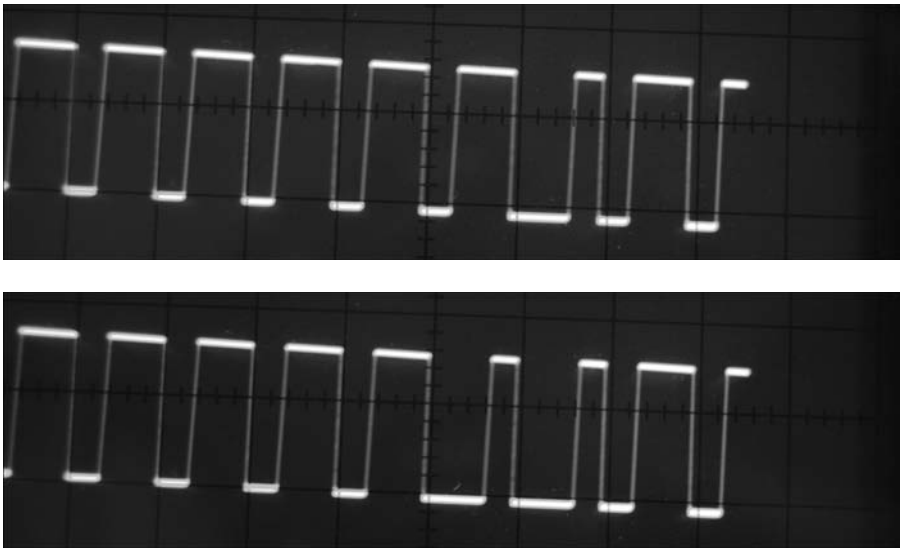

Figure 13-2: The top line speeds Sam up; the bottom slows him down.
- **IC1** is an encoder. The radio signal that the remote control sends out is modulated, depending upon how you have the switches set, by this encoding IC (see Figure 13-2). In this figure, the top line shows the code that tells Sam to speed up, and the bottom shows the code that tells Sam to slow down, based in the width of the fourth pulse from the right. The radio receiver in Sam sends this code to a decoding IC to turn Sam on/off, honk the horn, or change the speed.
- The **receiver module** separates the coded signal sent by the transmitter from the 433.9 MHz carrier wave. The output of the receiver module at Pin 2 is the decoded signal, as shown in Figure 13-2.
- **Q2** and **Relay 1** control Sam's speed. Q2 is a transistor that turns on when decoder Pin 10 is at 5 volts. Pin 4 and Pin 6 are normally connected (NC), and Pin 4 and Pin 8 are normally open (NO). Turning on Q2 allows current to flow through the coil in Relay 1 and connects Pin 4 to Pin 8. Pin 4 is the output of Relay 1, and Pin 8 is where you input the square wave from IC2 into Relay 1. When Q2 is off, no current flows through the coil in Relay 1, and Pin 4 is connected to Pin 6. This makes the output of Relay 1 approximately 5 volts. To ask Sam to go full speed